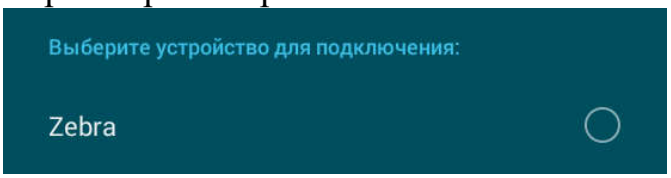

Рисунок 2.17
2.3.7.3.5 По завершении поиска выбрать из списка устройство, кликнув на него (рисунок 2.17). При запросе пароля ввести «1234».